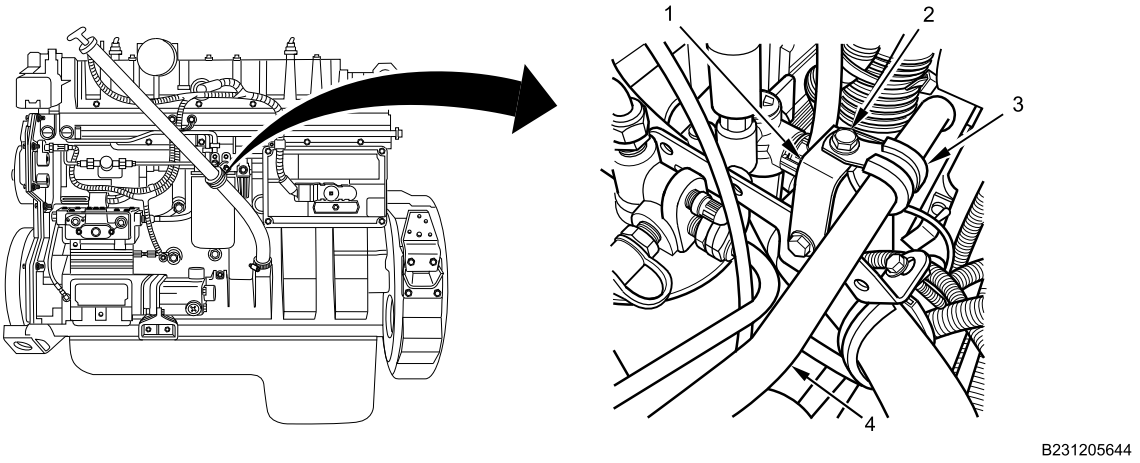

Figure 2. Air Compressor Delivery Air Line Bracket Clamp.
3. Remove pipe clamp bolt (Figure 2, Item 2), nut (not shown), and clamp (Figure 2, Item 3) from support bracket (Figure 2, Item 1).
4. Remove pipe clamp (Figure 2, Item 3) from air compressor delivery air line pipe (Figure 2, Item 4).